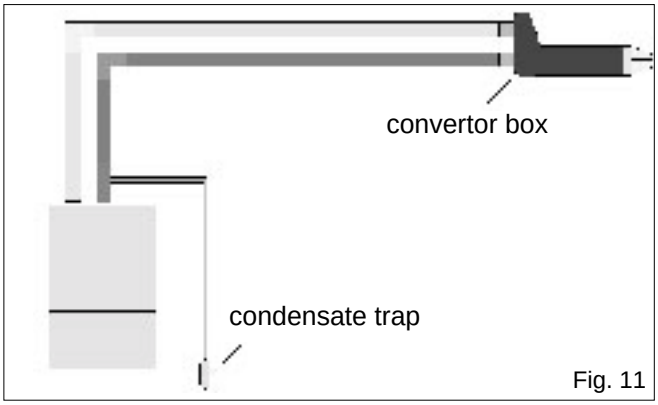

Fig. 11
4.5.3.3 HORIZONTAL TERMINATION (fig. 11)